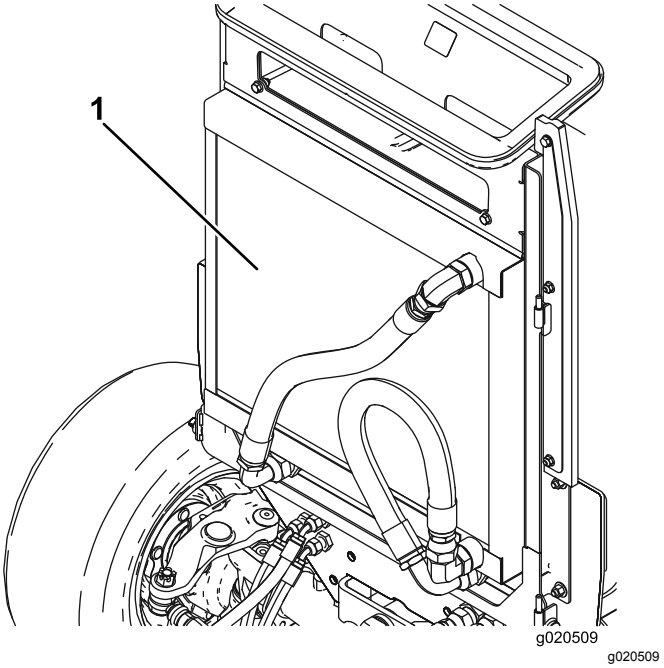

Figur 91
4. Rengør begge sider af oliekøleren og køleren grundigt med trykluft (Figur 91).